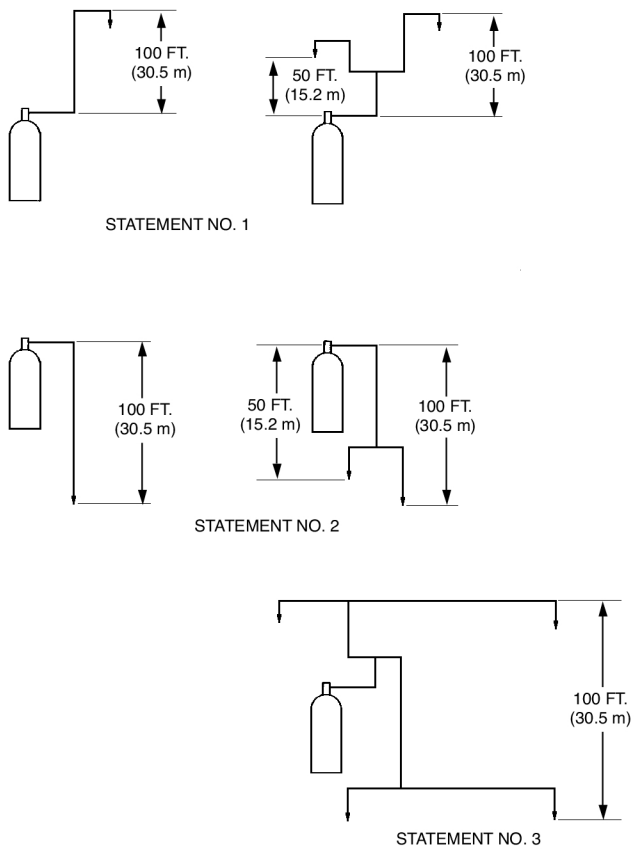

FIGURE 1
- Statement No. 1. If nozzles are only located **above** the tank outlet, then the maximum elevation difference between the tank outlet and the furthest horizontal pipe run or discharge nozzle (whichever is furthest) shall not exceed 100 ft. (30.5 m). See Figure 1.
- Statement No. 2. If nozzles are only located **below** the container outlet, then the maximum elevation difference between the tank outlet and the furthest horizontal pipe run or discharge nozzle (whichever is furthest) shall not exceed 100 ft. (30.5 m). See Figure 1.
- Statement No. 3. If nozzles are located both **above and below** the tank outlet, then the maximum elevation difference between the furthest horizontal pipe runs or discharge nozzles (whichever is furthest) shall not exceed 100 ft. (30.5 m). See Figure 1.